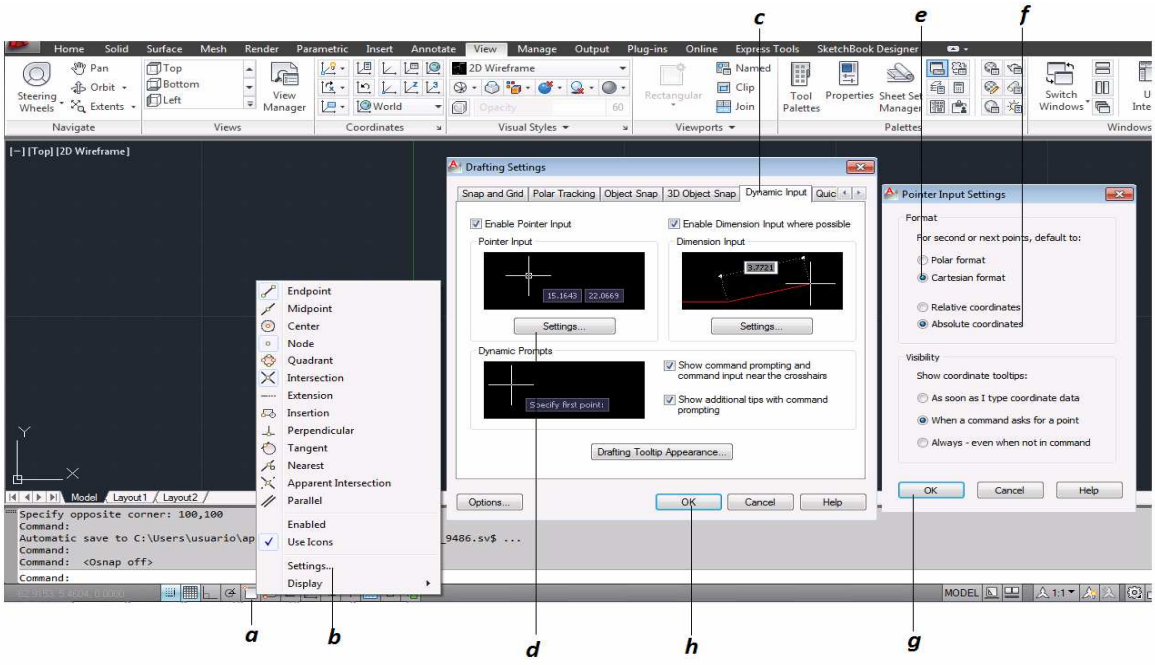

Figura 3.9. Configuración del tipo de coordenadas
a. Clic derecho sobre el icono de *Osnap* para ver el menú emergente *(figura 3.9).*
b. Se selecciona *Settings (Parametros) (figura 3.9).*
c. La pestaña *Dymanic Input (Entrada Dinámica) (figura 3.9).*
d. En Pointer Input se selecciona el botón *Settings (figura 3.9).*
e. En la ventana que aparece se elige primero formato cartesiano *(cartesian format) (figura 3.9).*
f. Después se selecciona el botón de coordenadas absolutas *(absolute coordinates) (figura 3.9).*
g. Se da clic en el botón OK *(figura 3.9).*
h. Finalmente clic en el botón OK *(figura 3.9).*